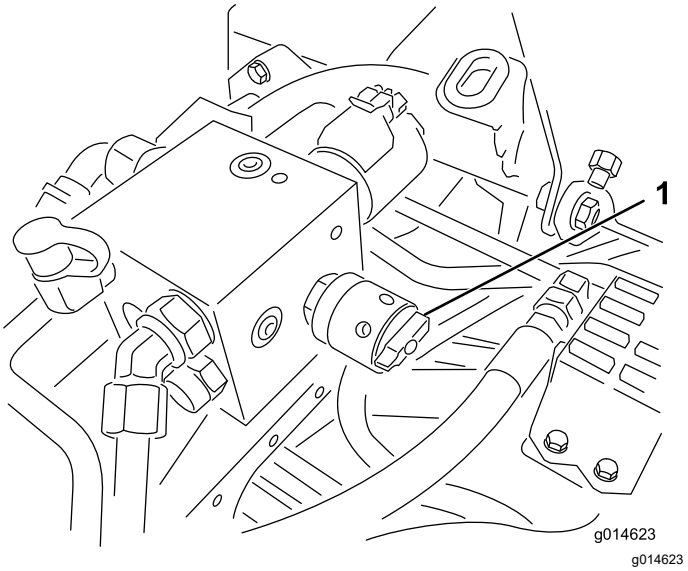

Figuur 52
6. Draai de toerentalregeling van de messenkooien op instelling 1 (Figuur 52).
4. Stel het toerental van de messenkooi in door de knop te draaien (Figuur 52) tot de pijlen van de wijzer het nummer aanwijzen dat u bepaald hebt in stap 3.